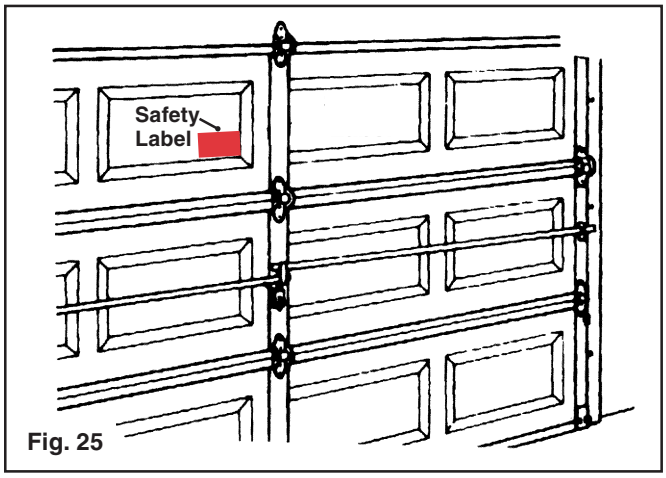

Fig. 25
**Step 10:** Place the third section on top of the other sections and nail in place as before. Attach the hinges from the top of the previous section to the bottom of this section. (FIG. 25)